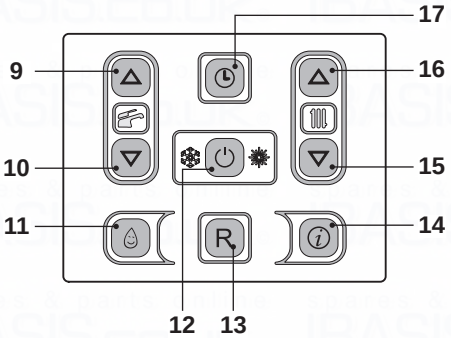
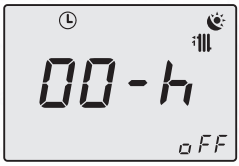
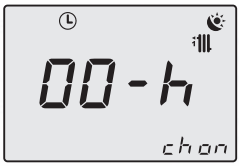

Fig. 2.16
Fig. 2.17
Fig. 2.18
Press keys 15 and 16 (Fig. 2.16) at the same time for 2 seconds to enter programme menu (Fig. 2.17).
Press key 12 (Fig. 2.16) to modify the function status: (12 scrolls through Menu **oFF**, **ch on**, **ch oFF**) Fig. 2.18.
Press keys 9 or 10 (Fig. 2.16) to programme the forced heating function Minimum 1 hour to Maximum 30 days (The above example has been set for **ch on** for 1 day) (Fig. 2.19).
To exit programming without making any changes press keys 15 and 16 (Fig. 2.16) at same time for 2 seconds.
Hold down keys 15 and 16 (Fig. 2.16) at the same time for 2 seconds until the remaining time and status of the programme appears on the LCD display.
Press key 12 (Fig. 2.16) to modify the status to "**oFF**".
To exit programming without making any changes press key 15 and 16 (Fig. 2.16) at the same time for 2 seconds or wait 60 seconds.